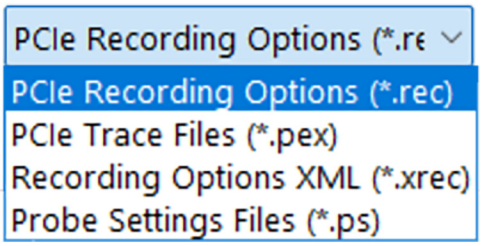

Figure 5.14: Load Extension Choices
3. Select a file and its extension (see Figure 5.14) then click **OK**. The options file loads.